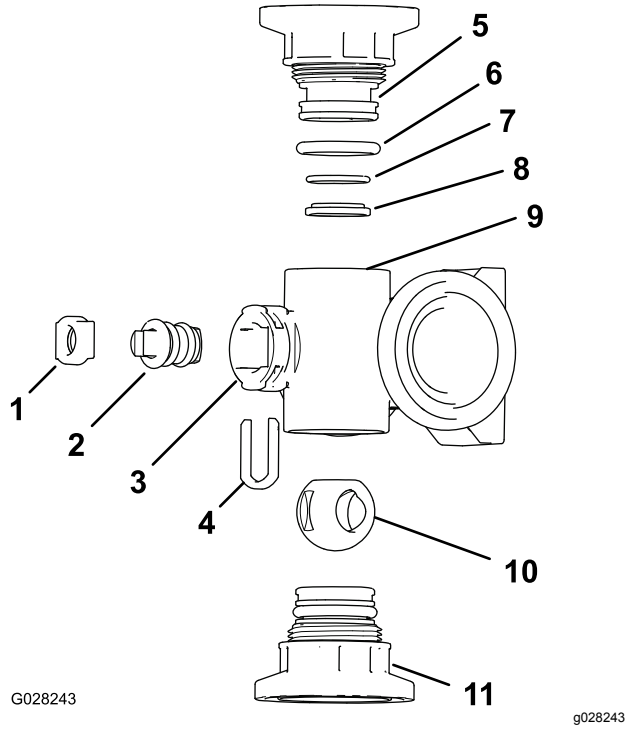
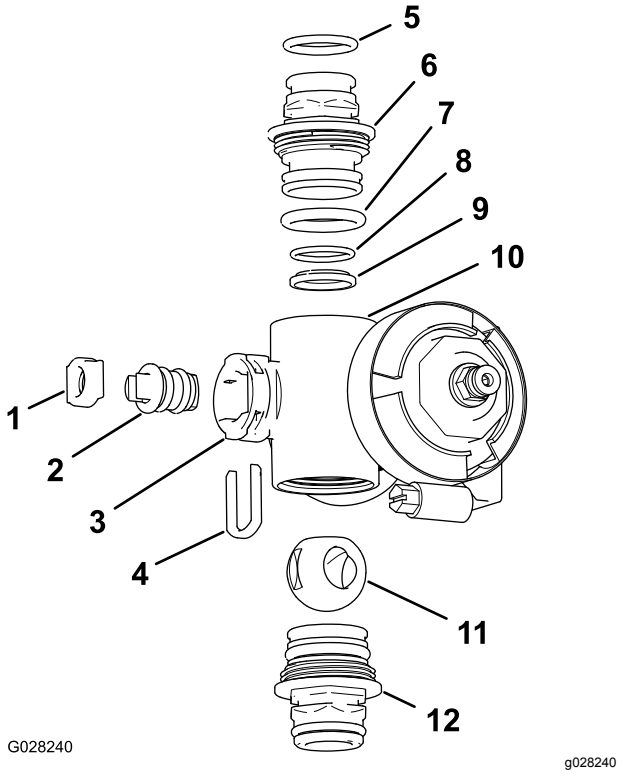

Figuur 120
Figuur 121
2. Verwijder de 2 dopaansluitingen van de uiteinden van de verdelerbehuizing (Figuur 120 en Figuur 121).
4. Verwijder de houder van de afsluiter uit de openingen in de ventielopening van de verdeler (Figuur 120 en Figuur 121).
5. Neem de houder van de afsluiter en de zitting van de afsluiter uit de verdeler (Figuur 120 en Figuur 121).
6. Neem de ventieleenheid uit de verdelerbehuizing (Figuur 120 en Figuur 121).
1. Controleer de staat van de O-ringen van de uitgaande fitting (alleen spuitboomklepverdeler), de O-ringen van de dopafdichting, de O-ringen van de achterzitting en de kogelzitting op schade of slijtage (Figuur 120 en Figuur 121).
2. Breng smeersel aan op de afsluiter en steek deze in de zitting van de afsluiter (Figuur 120 en Figuur 121).
3. Monteer de afsluiter en de zitting in de verdeler en bevestig de afsluiter en de zitting met de houder van de afsluiter (Figuur 120 en Figuur 121).
4. Zorg dat de O-ring van de achterzitting en de kogelzitting uitgelijnd zijn en op hun plaats zitten in de dopaansluiting (Figuur 120 en Figuur 121)
5. Breng de dopaansluiting aan op de verdelerbehuizing tot de flens van de dopaansluiting contact maakt met de verdelerbehuizing (Figuur 120 en Figuur 121). Draai vervolgens de dopaansluiting nog ⅛ tot ¼ slag.